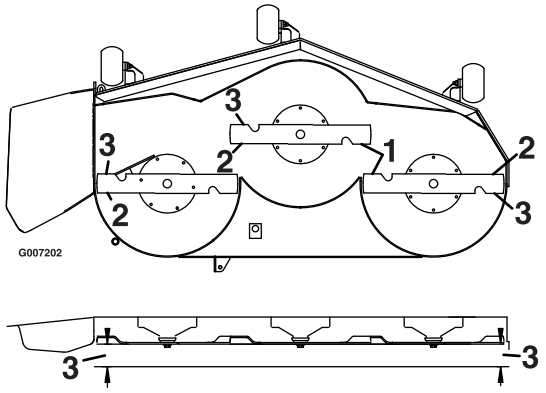

Figuur 49
5. Meet de afstand tussen de buitenste snijranden en de vlakke ondergrond (Figuur 49). Als beide afstanden groter zijn dan 5 mm, moeten deze worden bijgesteld; ga verder met de rest van deze procedure.
9. Draai het maaimes voorzichtig in dwarsrichting horizontaal (Figuur 49).
10. Draai de borgmoeren (item 4) die worden gebruikt om het maaidek horizontaal te stellen los, zodat het maaidek stevig op alle vier blokjes rust. Zorg ervoor dat de maaidekdragers helemaal beneden zitten (op de bovenkant van de gleuf) en het hefpedaal tegen de aanslag wordt gedrukt; zet vervolgens de borgmoeren om het maaidek horizontaal te stellen vast.